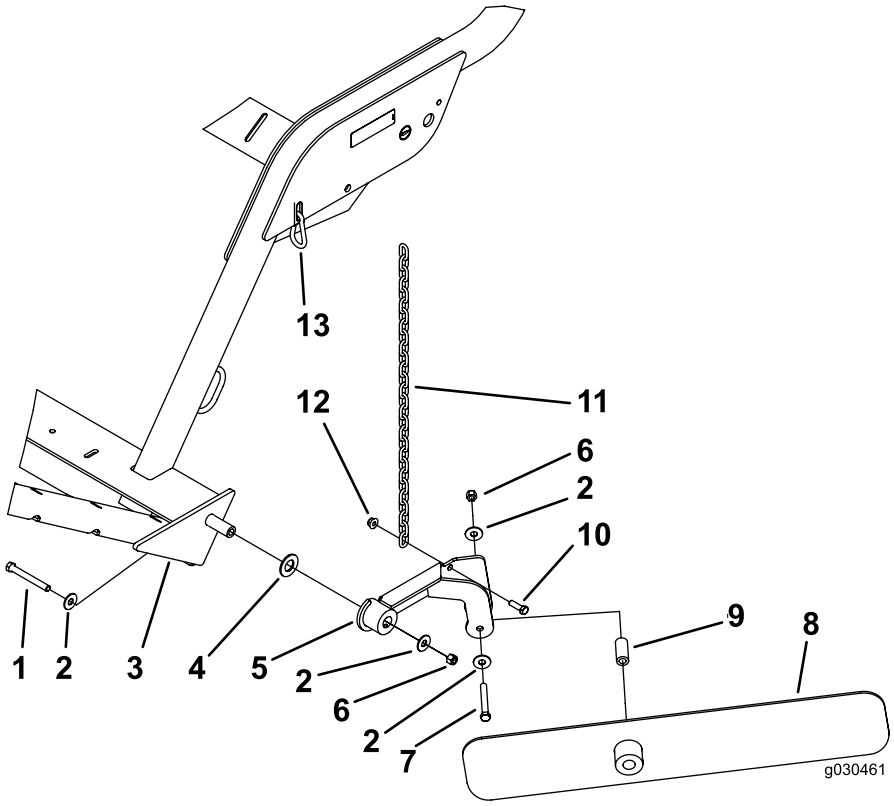

Figur 15
Merk: Plasser komponentene som vist i Figur 15.
2. Fest gressoppsugingsbladet til monteringsenheten med en bolt (7/16 x 3 1/4 tomme), 2 flate skiver, ett avstandsstykke og én låsemutter (7/16 tomme). Sett sammen komponentene som vist i Figur 15.
3. Fest kjedet til bladmonteringsenheten med en bolt (3/8 x 1 1/4 tomme) og en flensmutter (3/8 tomme) (Figur 15).
4. Fest den andre enden av kjedet til sporet i rammen med smekklenken (Figur 15).